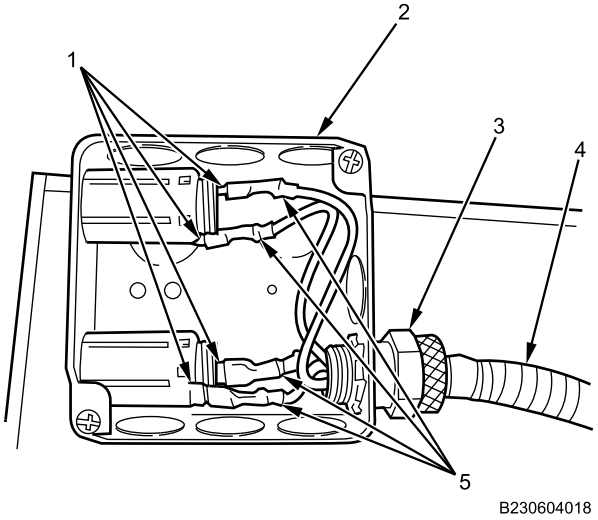

Figure 3. Right Side Junction Box Wires.
3. Pull wires (Figure 3, Item 5) from socket terminals (Figure 3, Item 1).
4. Turn harness connector (Figure 3, Item 3) counterclockwise to remove wire harness (Figure 3, Item 4) from junction box (Figure 3, Item 2). Set junction box aside.